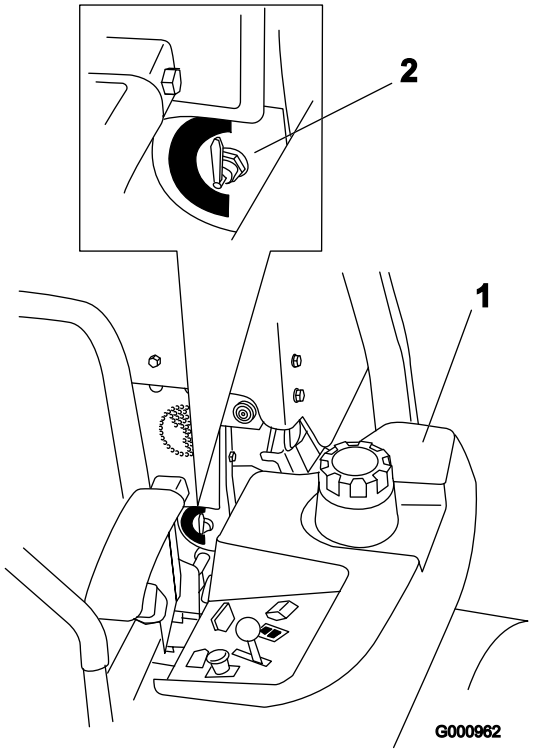

Figur 7
Enheten har två bränsletankar, en på vänster sida och en på höger. Båda tankarna är anslutna till bränsleväljarkranen. Därifrån går en gemensam bränsleledning till motorn (Figur 7).
Vrid bränsleväljarkranen till vänster (LH) för att använda den vänstra bränsletanken. Vrid bränsleväljarkranen till höger (RH) för att använda den högra bränsletanken (Figur 7).